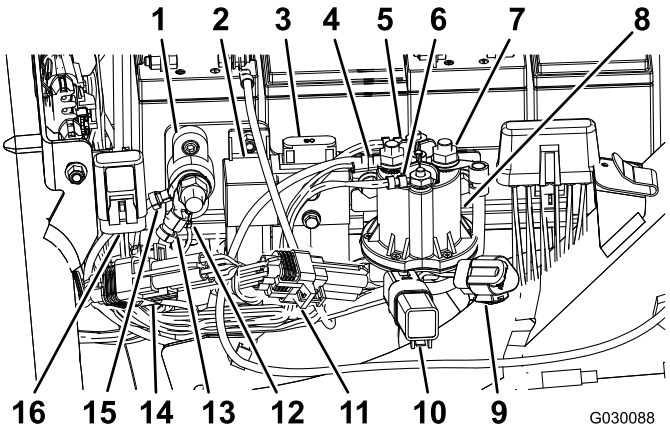

Figure 9
11. Remove and discard the cap from the fuse (10A, 58 V) as shown in Figure 9.
12. Insert the terminal with the fuse (10A, 58V) into the existing cap mounted on the frame of the machine (Figure 9).
13. Connect the E-Reels enable relay connector (P07) as shown in Figure 9.
14. Connect the 90-degree switched side (J07) connector on the wire harness to the rear terminal on the contactor (48 VDC), and secure it to the terminal (Figure 9).
16. Connect the 2 main-contactor-coil connectors to the contactor (48 VDC) as shown in Figure 9.
17. Connect the wire marked "Battery Side" and the battery-disconnect wire to the front terminal of the contactor (48 VDC) as shown in Figure 9.
19. Connect the ID module (P08) as shown in Figure 9.
20. Connect the CAN-interface module (P10) as shown in Figure 9.
24. Connect the ground-terminal connectors (J06 and J08) to the ground block (Figure 9).